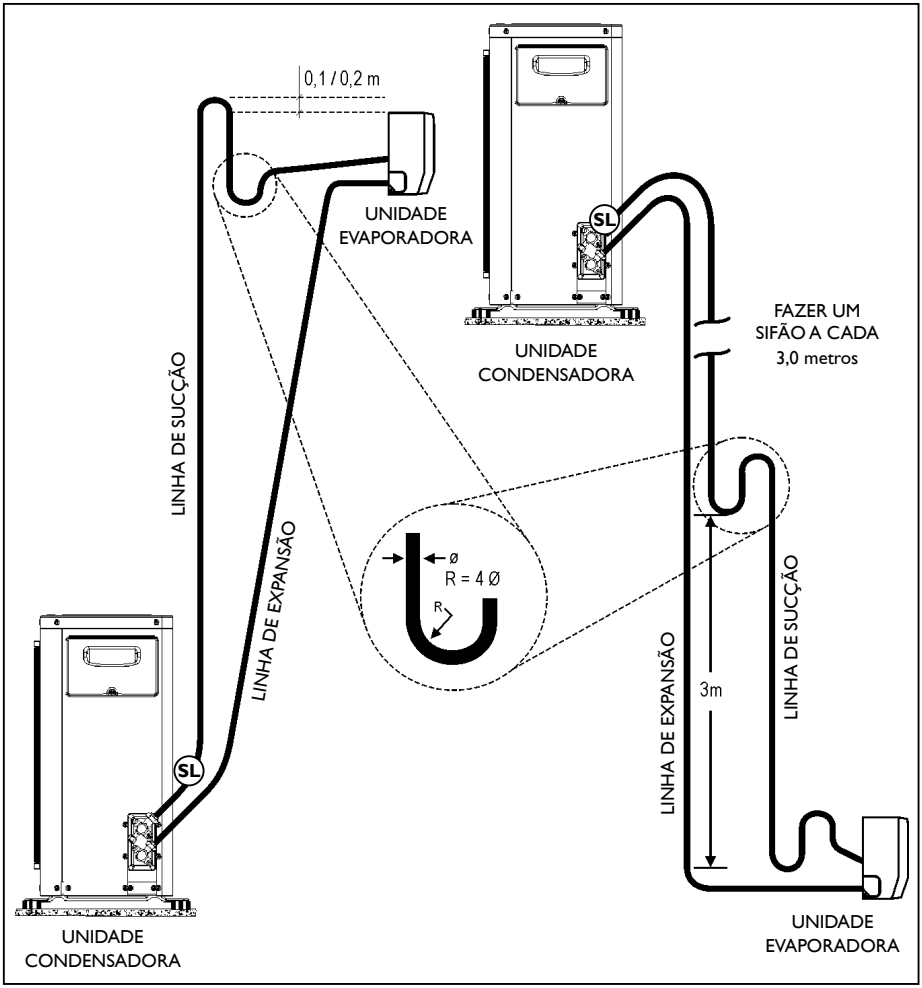

FIGURA 16 - INSTALAÇÃO LINHAS LONGAS
2º Elevar a linha de expansão acima da un. condensadora antes de ir para a un. evaporadora (0,1m para modelos 42RY_009 e 42RY_012 e 0,2m para 42RY_018 e 42RY_022), quando a un. evaporadora estiver abaixo da un. condensadora. (Figura 16)
3º Elevar a linha de sucção acima da un. evaporadora antes de ir para a un. condensadora (0,1m para modelos 42RY_009 e 42RY_012 e 0,2m para 42RY_018 e 42RY_022), quando a un. evaporadora estiver acima ou no mesmo nível da un. condensadora. (Figura 16)
5º Fazer sifões nas subidas da linha de sucção, quando aplicado, a cada 2,5m para os modelos 42RY_009 e 42RY_012 e 3,0m para os modelos 42RY_018 e 42RY_022, incluindo a base. Caso o desnível seja menor que 3m faça apenas na base. (Figura 16)
6º Inclinar as linhas horizontais de sucção no sentido do fluxo. (Figura 16)
Veja a posição conforme a indicação SL na figura 16 abaixo.
- No caso de haver desnível entre 4 e 5m entre as unidades e estando a evaporadora em nível inferior, deve ser instalado na tubulação de sucção um sifão para 3m desnível (ver figura 16).
- Nas instalações em que estiverem a unidade condensadora e a evaporadora no mesmo nível ou a evaporadora em um nível superior, deve ser instalado logo após a saída da evaporadora, na tubulação de sucção, um sifão, seguido de um "U" invertido, cujo nível superior deste deve estar ao mesmo plano do ponto mais alto do evaporador. Convém também informar que deverá haver uma pequena inclinação na tubulação de sucção no sentido evaporadora-condensadora (ver figura 16).